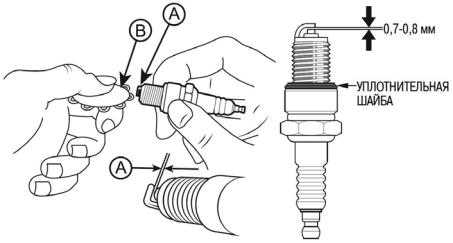

Рис. 19 Обслуживание свечи зажигания
4. Измерьте зазор А между электродами свечи зажигания специальным щупом В. Зазор должен быть 0,7-0,8 мм (Рис. 19). При увеличении или уменьшении требуемого зазора, рекомендуется заменить свечу, так как регулировка зазора может привести к изменению качества искрообразования.